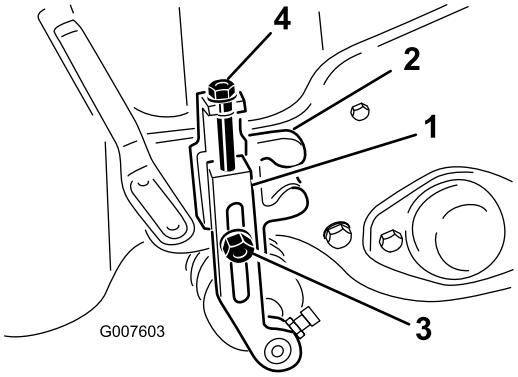

Figur 48
2. Løsn låsemøtrikkerne, som fastholder klippehøjdearmene på klippehøjdebeslagene (Figur 48).